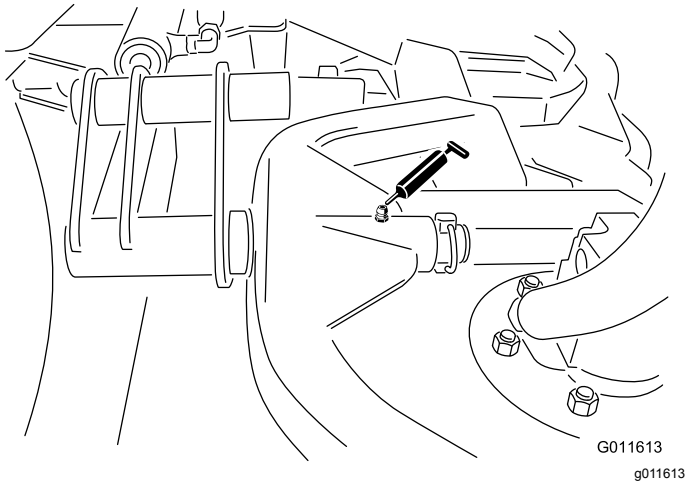

**Figur 49**
- Klippenhetens bärramssvängtapp (1 var) (Figur 49)